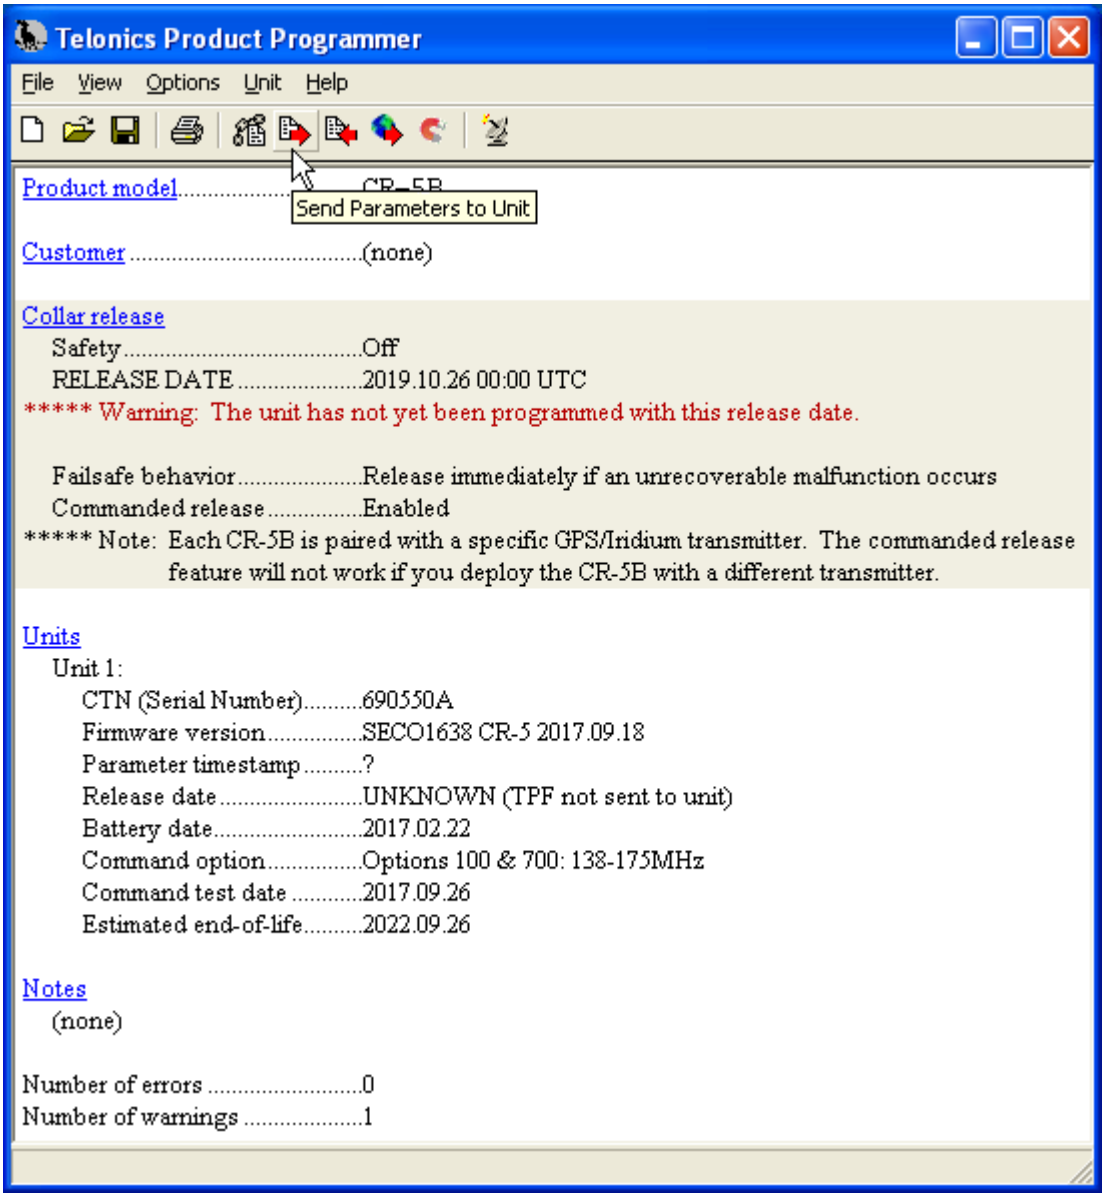

Figure 13
9. Click the **Send Parameters** button on the toolbar (Figure 13).
5. Click the **Send Parameters** button on the toolbar (Figure 13).